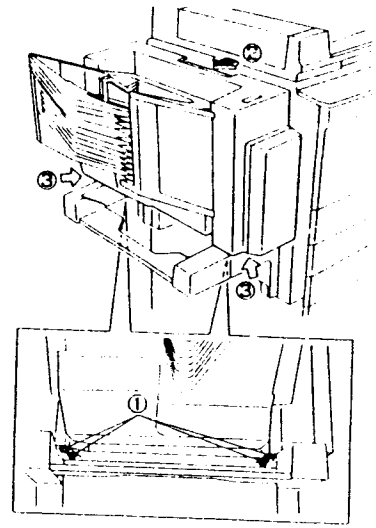

Рис. 2 NZM-0230
- Держите детали основания (показаны на рис. 2) по краям узла сортера.